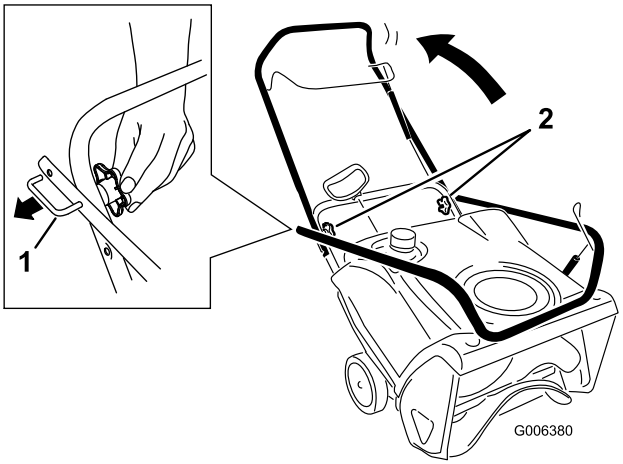

Figure 3
1. Loosen the handle knobs, pull out the "U"-shaped handle locks until you can move the handle freely, and rotate the handle to the operating position (Figure 3).